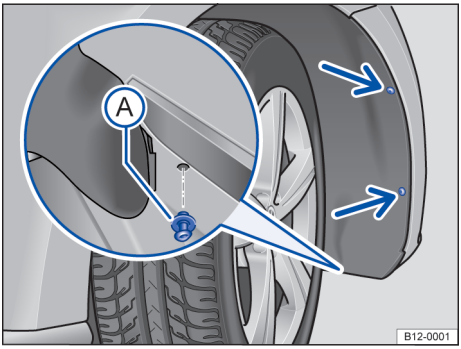

Fig. 107 Na caixa da roda dianteira direita: remover os parafusos de fixação (setas) e remover o rebite de expansão Ⓐ.
2.	Remover os parafusos de fixação do revestimento da caixa de roda → Fig. 107 (setas) com o auxílio de uma chave de fenda.
3.	Remover o rebite de expansão dianteiro inferior do revestimento da caixa de roda → Fig. 107 Ⓐ e retirar completamente.
14.	Recolocar o rebite de expansão no revestimento da caixa de roda e no para-lama e pressionar para dentro → Fig. 107 Ⓐ.
15.	Recolocar os parafusos de fixação → Fig. 107 (setas) e apertá-los.